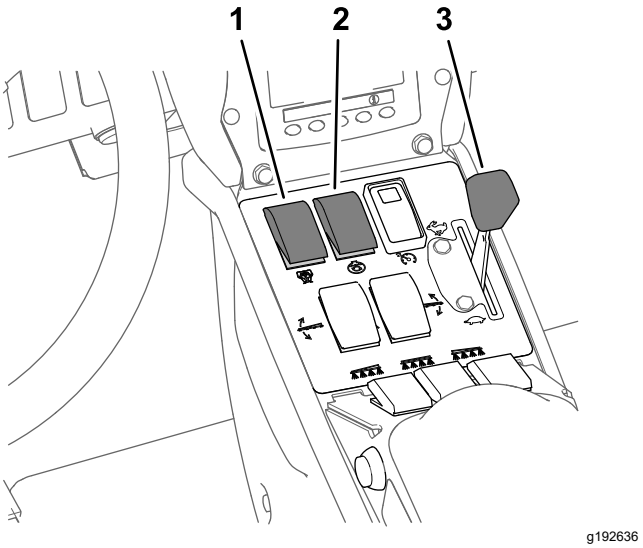

**Bild 45**
8. Stellen Sie den Rührwerk- und Sprühpumpenschalter in die EIN-Stellung (Bild 45).
9. Stellen Sie die Gasbedienung in die SCHNELL-Stellung (Bild 45).
**Hinweis:** In diesem Schritt wird vorausgesetzt, dass die Sprühpumpe eingeschaltet ist, siehe Bild 45 in Sprühen im Dosierungsmodus (Seite 40).
4. Stellen Sie die Gasbedienung auf die gewünschte Motordrehzahl, siehe Bild 45 in Sprühen im Dosierungsmodus (Seite 40).